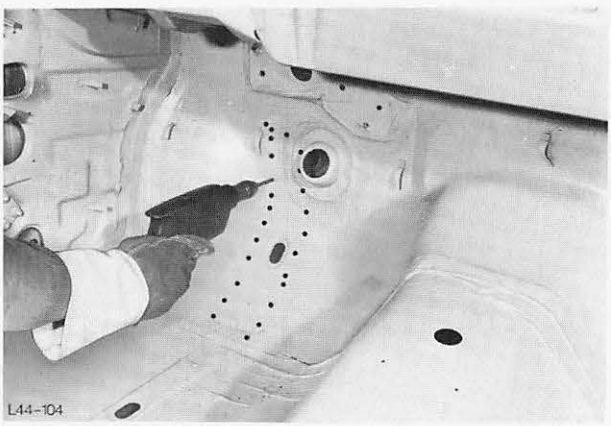

Abb. 100 Schweißpunkte vom Fahrgastraum her ausbohren
6. Schweißpunkte-Längsträger vom Fahrgastraum her ausbohren, Abb. 100.